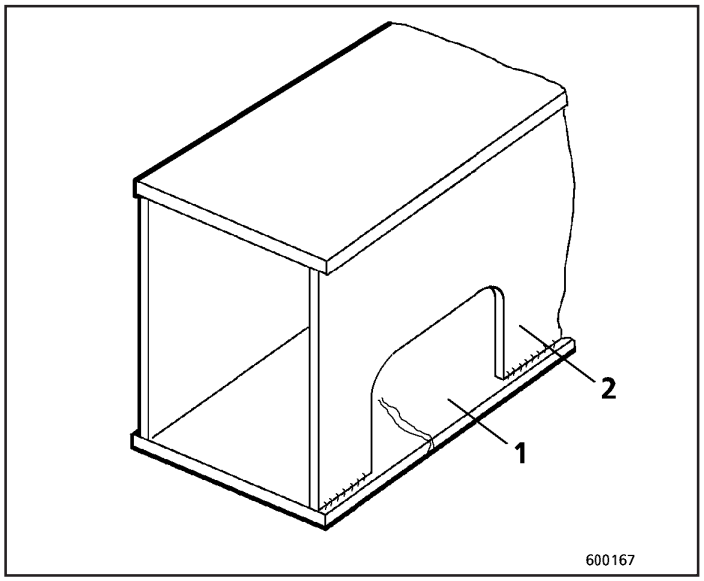

Fig.57
1. Na chapa lateral (2, Figs. 57 e 58), faça um chanfro de aproximadamente 10° de inclinação nas chapas a serem soldadas. A largura “b” do chanfro em relação à espessura da placa é mostrada na Figura 70, página 42.